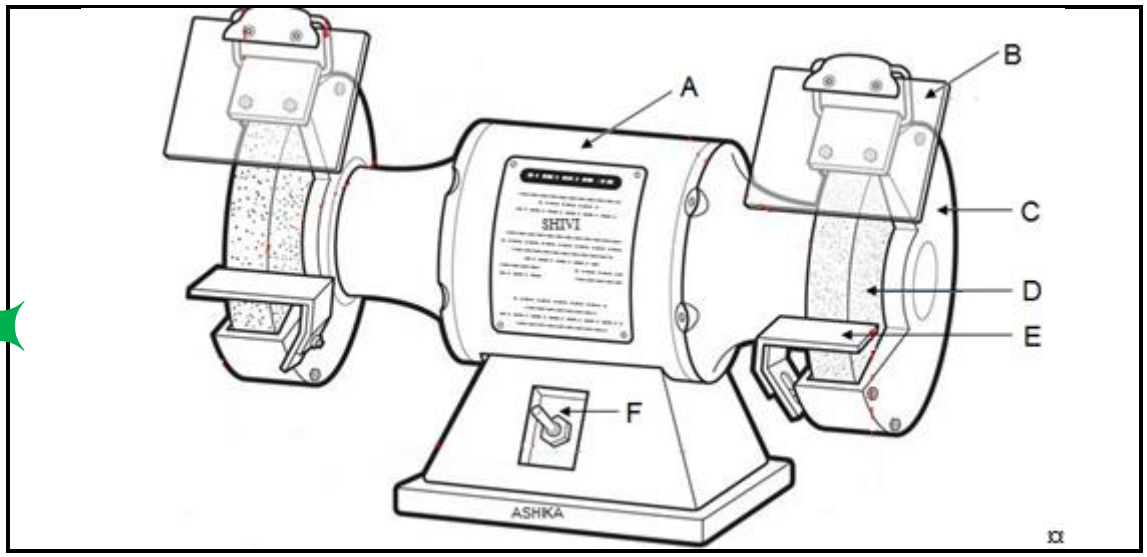

FIGURE 2
2.1 FIGURE 2 shows a radial arm drilling machine.